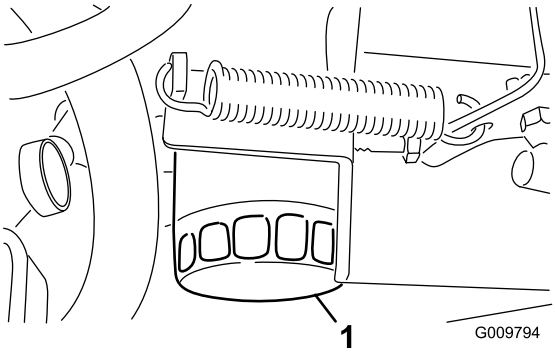

Figura 48
3. Retire o filtro do óleo (Figura 48).